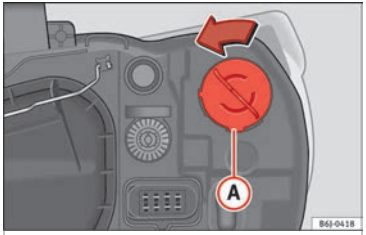

Fig. 175 Single turn signal lamp.
– Turn bulb holder ››› **Fig. 175** (A) to the left and pull.